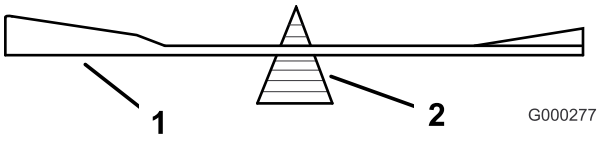

Figura 60
2. Verifique el equilibrio de la cuchilla colocándola sobre un equilibrador de cuchillas (Figura 60).